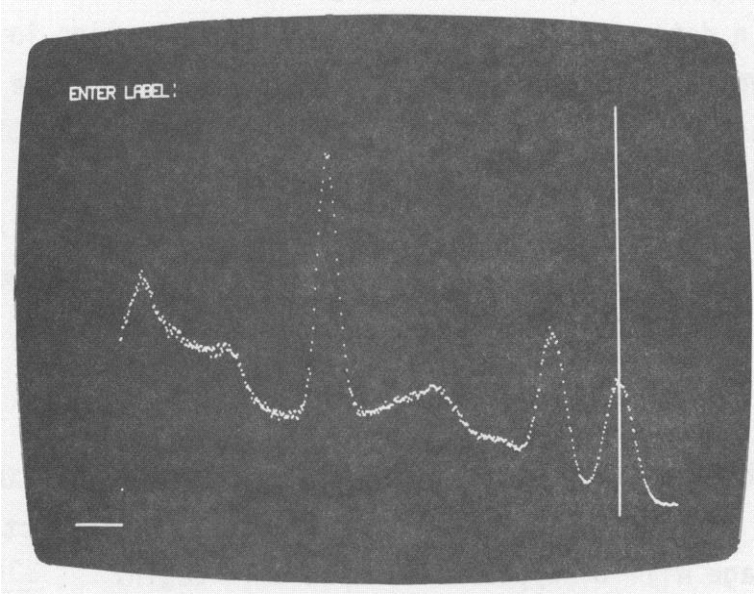

Figure 17a LABEL ENTRY
e) Press IN. As shown in figure 17a, the ENTER LABEL message appears on the display. If you are using an ASCII terminal, you can enter the label through the keyboard of the terminal. Disable IN when the label is complete.